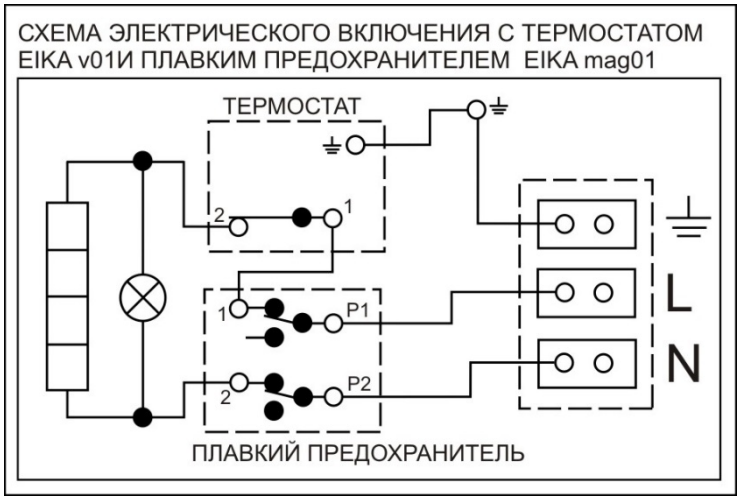

Рисунок 9
- Схема эл. подключения прилагается к водонагревателю на крышке электропроводки (Рисунок 9)